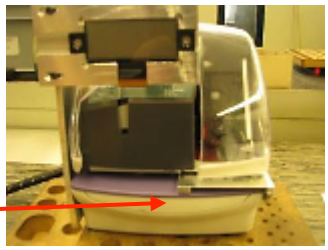

Abb. 2.10
9. Abdeckung aufsetzen (siehe Punkt 2.13), danach Stempeltest evtl. Rückstelltaster betätigen (siehe Abb. 2.10).